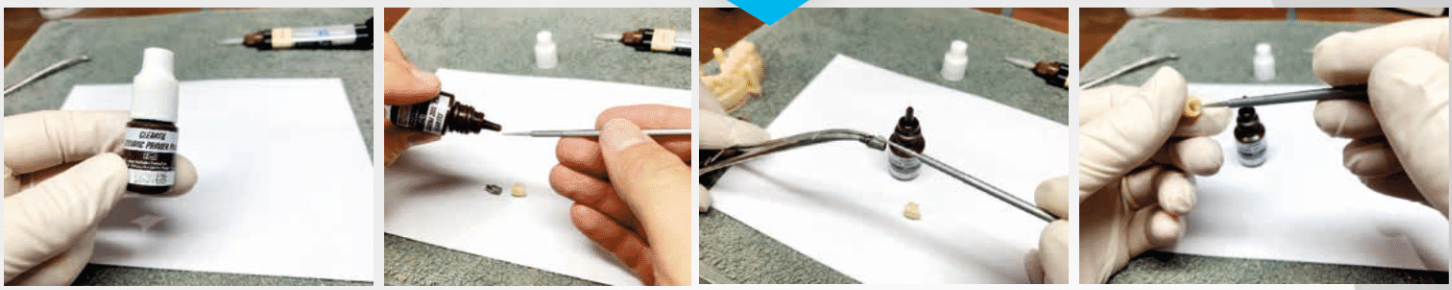

Fig. 3: a) CLEARFIL™ PRIMER Plus; b) Colocación de una gota del producto sobre el pincel;
- Activación química: CLEARFIL™ PRIMER Plus es una imprimación autograbante, de un solo líquido diseñada para el pretratamiento de la estructura dental (uso en la clínica), así como de núcleos de porcelana, cerámica a base de sílice, resina compuesta, cerámica híbrida, zirconio/alúmina y metal. Contiene un agente de acoplamiento de silano y monómero de fosfato (MDP). Fig. 3